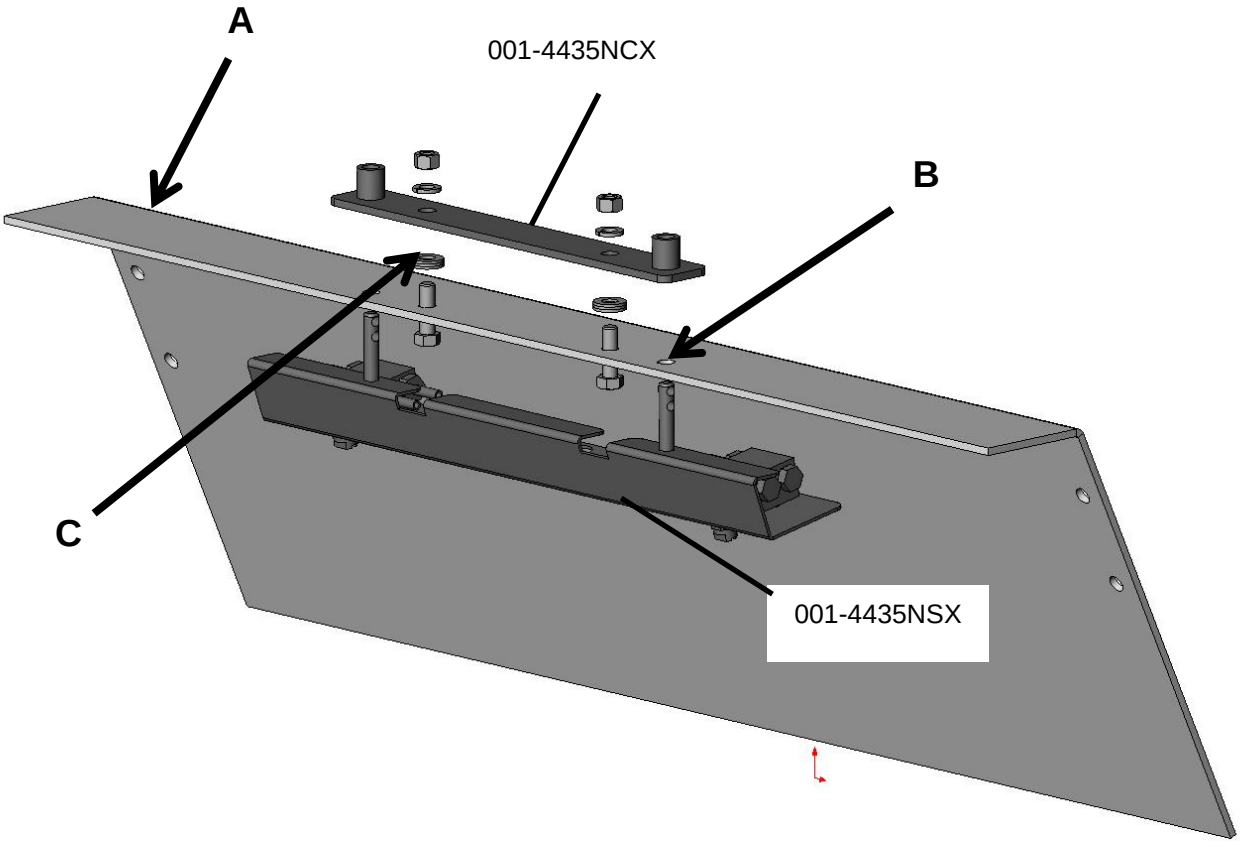

Figure 15
1. Locate the flat steel directly above the stuffer forks. Figure 15, Point A
3. Using the shield holder (001-4435NCX) as a template clamp the holder to the baler, mark the four holes and drill them to 7/16” (9mm) diameter (figure 15 point B).
4. Attach the shield holder (001-4435NCX) to the baler through the two center holes using the two 3/8” x 1-1/4” hex bolts, six flat washers, two lock washers, and two hex nuts. Six washers (three per side) may need to go between the baler and the spray shield holder (figure 15 point C).